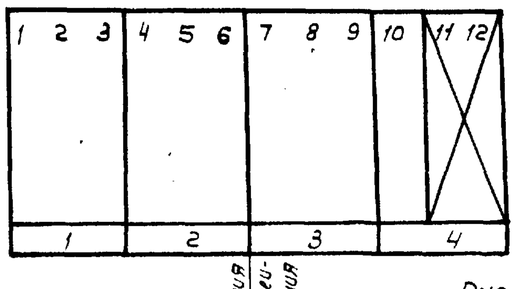

Рис. 3
2. Для 7-и и 12-ти секций градирен к фасаду панелей 1, 2 подклеить панели 3, 4. При количестве градирен меньше 12 приборы не установленных двигателей вычеркнуть. Например: для 10-ти секций градирен привязку выполнить как показано на рис. 3